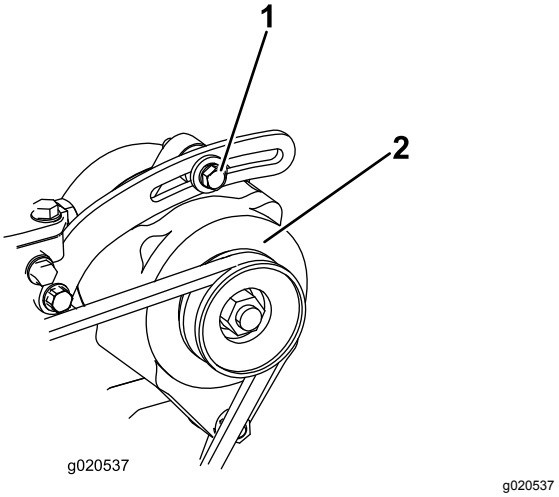

Figur 99
1. Om nedböjningen inte är 10 mm lossar du generatorns fästbultar (Figur 99).